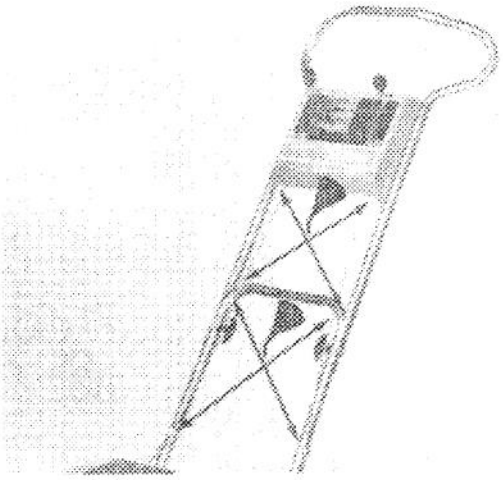

Figure 18
2. The throttle and traction control cables must be lubricated after every 25 hours of operation or at the end of the mowing season, whichever comes first. Apply light oil onto the cables (Fig. 18), especially where they bend. Also, squirt oil onto the cables where they enter the control housing. Operate the controls to distribute the oil. Wipe up excess oil.